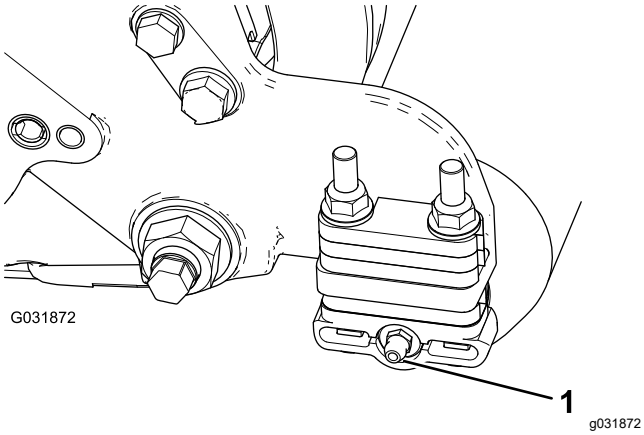

Figur 8
2. Sæt 90-graders smøreniplen på, så den vender bagud (Figur 8).